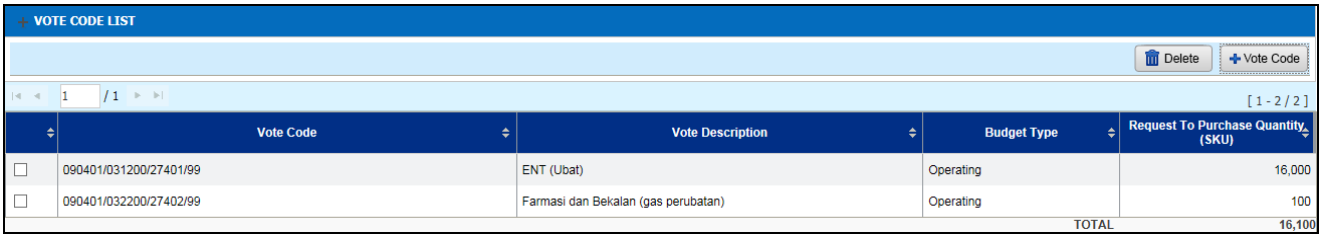

Figure 3.2-14 Vote Code List
- *After saved, system will update the information under the Vote Code List section as shown in Figure 3.2-14*